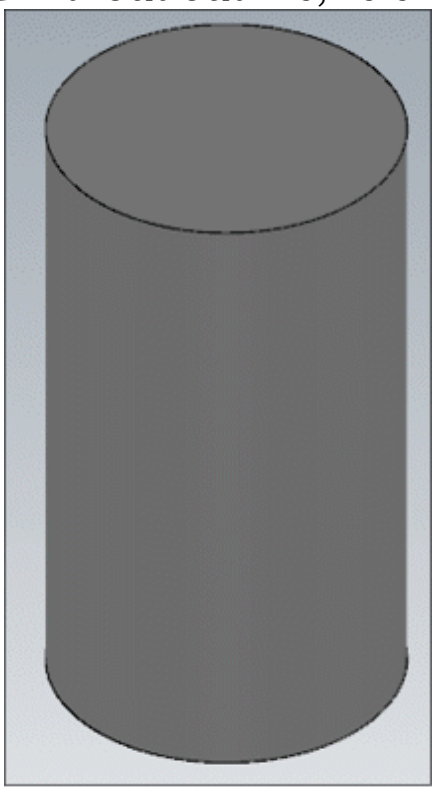

Figure-23. Outline shaded model
- Click on the **Outline Shaded** tool from the **Appearance** group in the **View** tab of the **Ribbon** to display 3D shaded model with bold outlines; refer to Figure-23.